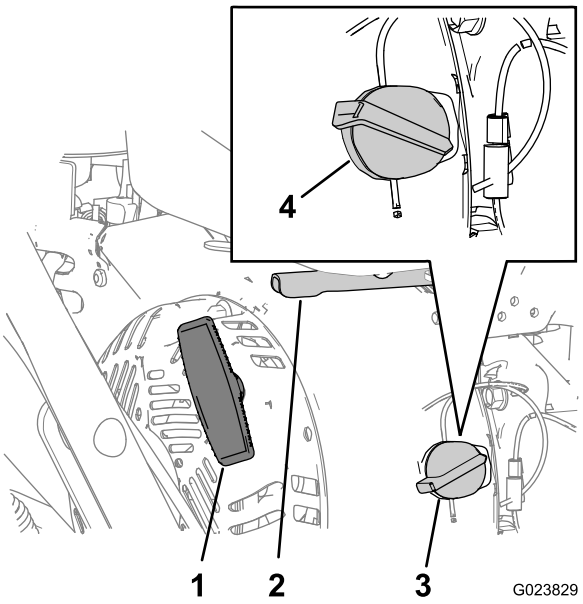

Rysunek 10
1. Obróć wyłącznik zapłonu (znajdujący się z prawej strony silnika) w prawo, do położenia ON (Rysunek 10).
3. Dźwignię przepustnicy (znajdującą się z tyłu, z prawej strony silnika) ustaw w połowie drogi między położeniem SLOW a FAST (Rysunek 10).
4. Powoli pociągnij za uchwyt rozrusznika, aż do wyczuwalnego oporu (Rysunek 10).
2. Ustaw dźwignię przepustnicy w połowie drogi między położeniami SLOW i FAST (Rysunek 10).
3. Pozwól silnikowi pracować jeszcze przez co najmniej 15 sekund, a następnie wyłącz zapłon, ustawiając przełącznik w położeniu OFF, aby zatrzymać silnik (Rysunek 10).